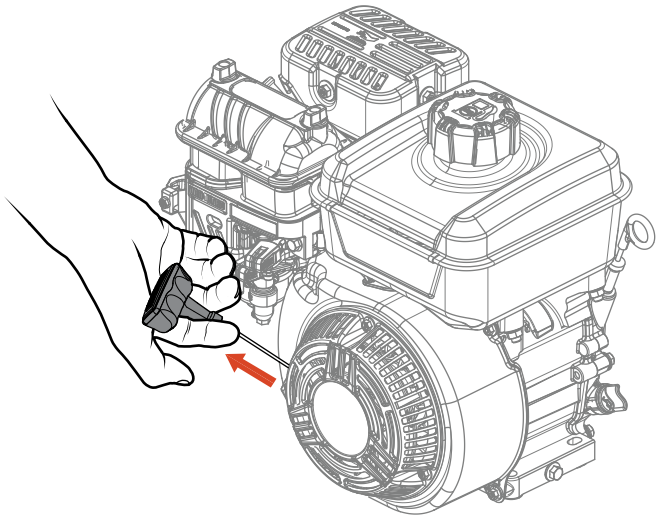

Figure 41. Starter Grip
6. Slowly pull the starter grip (Figure 41) until resistance is felt, then pull briskly and smoothly to start the engine. Gently return the starter grip to its original position.